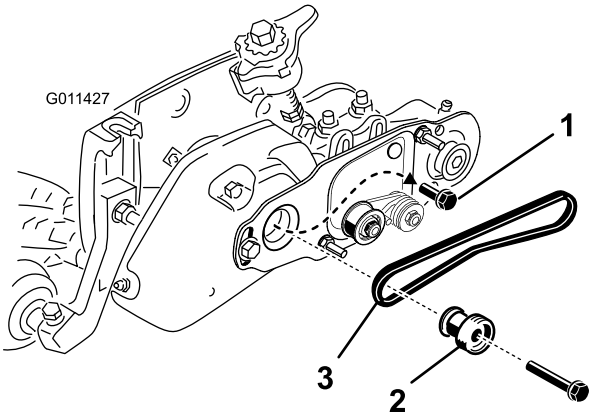

Figura 31
42. Retire o parafuso que fixa a polia do rastelo ao eixo da transmissão (Figura 31).
43. Introduza a polia de transmissão da escova na polia de transmissão do rastelo e no eixo da transmissão (Figura 31). Certifique-se de que as patilhas da polia estão posicionadas na ranhura do eixo da transmissão.
44. Aplique Loctite nas estrias do perno com cabeça de flange de 3/8 x 2 pol. Fixe a polia da transmissão ao eixo com o perno com cabeça de flange (Figura 31). Aperte o parafuso da lâmina com 46–54 N·m.